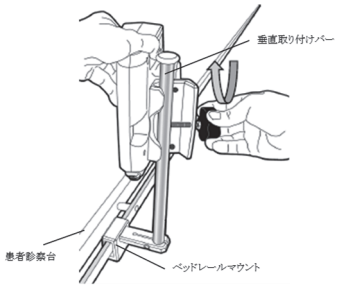

図 1: FFR Link 取付け図(例)
① FFR Link を設置する(図 1 参照)
② 必要に応じて Pa 出力ケーブル及び Pd 出力ケーブルを用いて FFR Link と血行動態モニタ*を接続する。
③ IBPトランスデューサケーブル*をIBP入力アダプタケーブルに接続し、IBP 入力アダプタケーブルを FFR Link に接続する。
④ 電源ケーブル(FFR Link 用)を FFR Link に接続する。